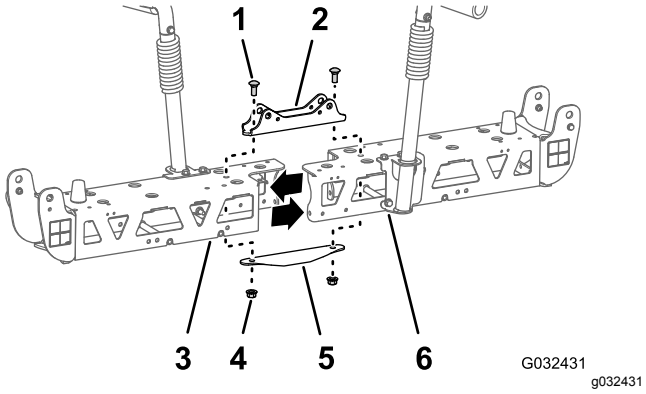

Rysunek 51
2. Odkręć 2 śruby zamkowe (1/2 x 1 1/4 cala) i 2 nakrętki zabezpieczające (1/2 cala) mocujące wąskie mocowanie siłownika, lewą i prawą ramę kratownicową oraz wąską płytę mocowania (Rysunek 51).